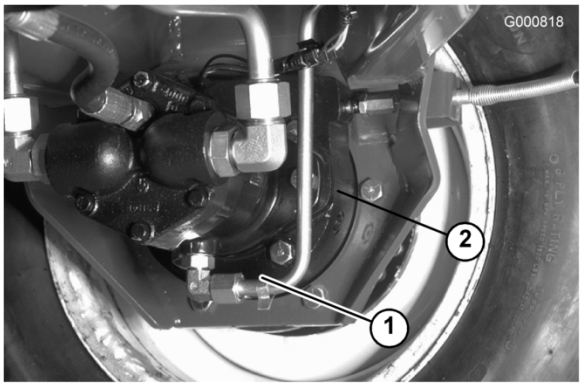

Figur 55
3. Fjern begge propperne i bunden af bremsehuset, og lad olien løbe af (Figur 55).